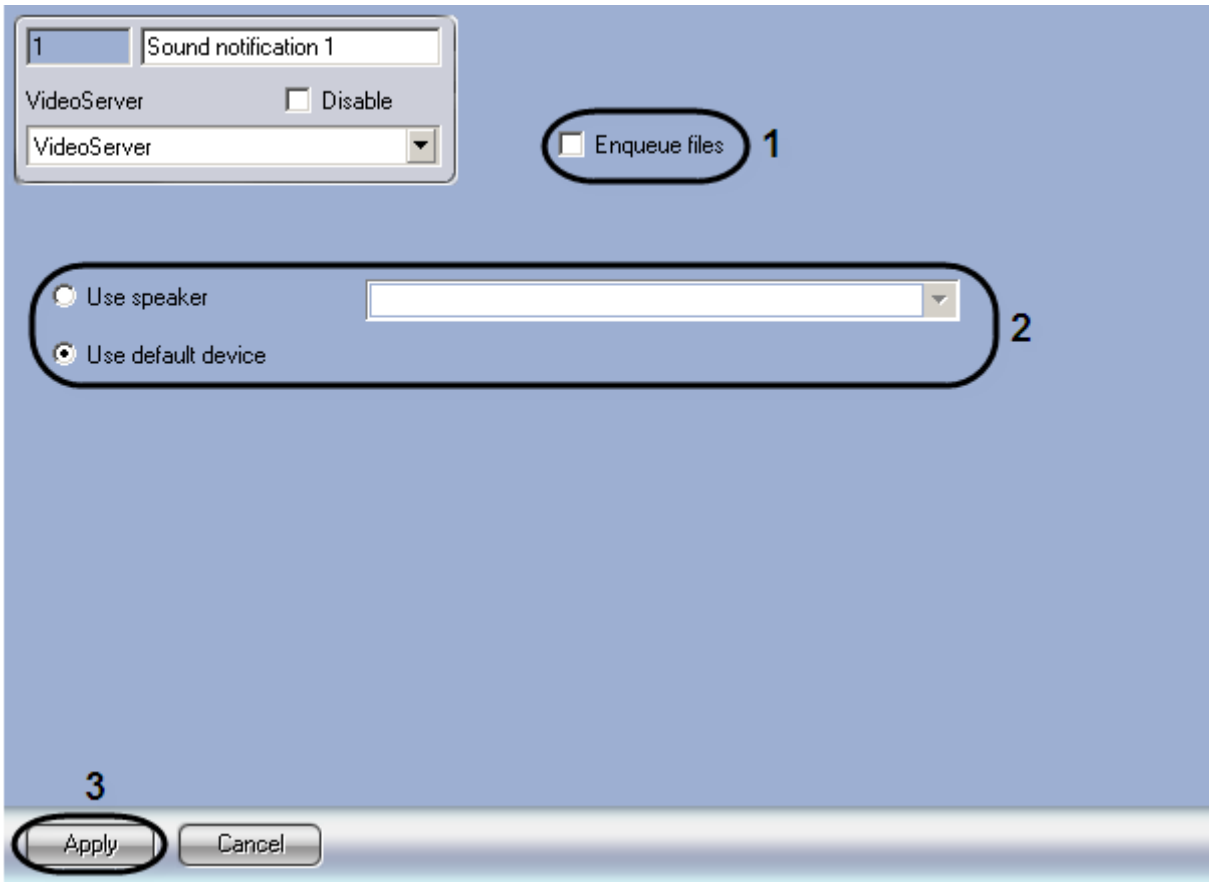

Figure 8.8-24. Setting panel of «Sound notification» object
2. Go to the setting panel of «Sound notification» object (Figure 8.8-24).
3. If it's necessary, set «Enqueue files» check box in order to play alarm sound notification files that appear simultaneously one after another (Figure 8.8-24, 1).
4. If the voice notification device is a standard sound card, set the switch into «Use default device» mode. Otherwise set the switch into «Use speaker» mode and select the voice notification device in the dropdown list (Figure 8.8-24, 2).
5. Click «Apply» button to save all the changes (Figure 8.8-24, 3).